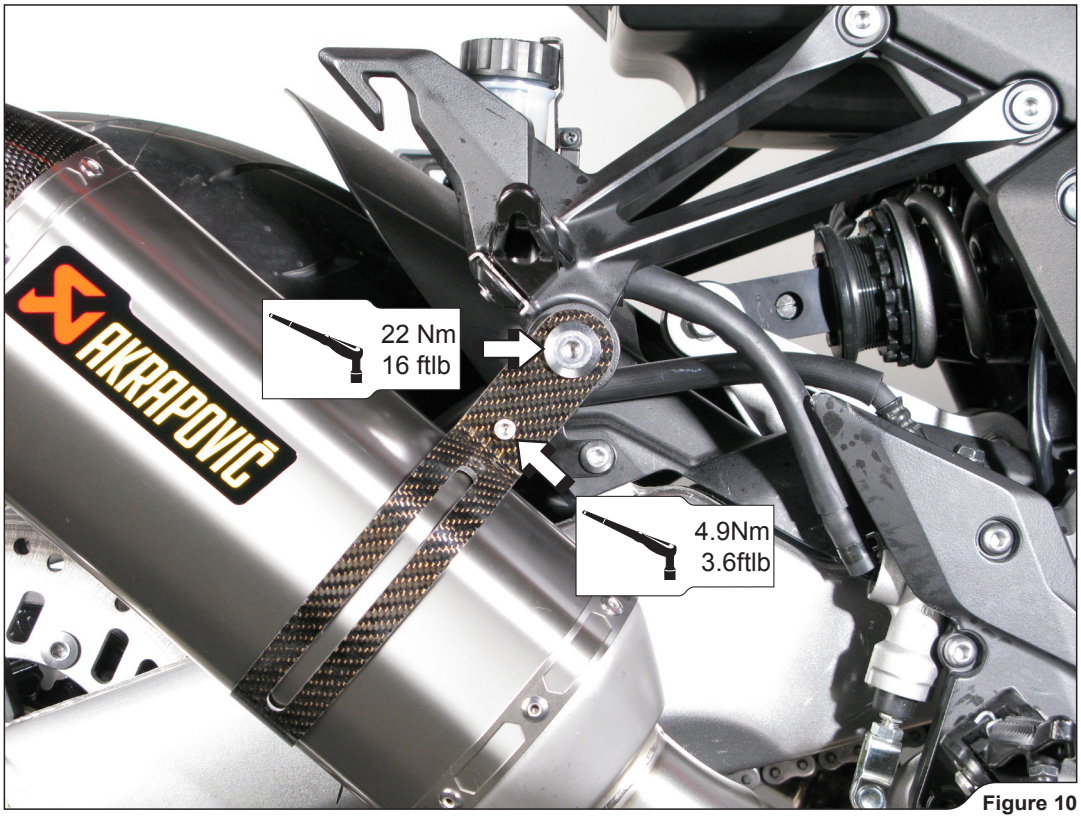

Figure 10
3. **For Slip-On only:** slide the muffler pipes all the way into the stock collector outlets, align the mufflers in respect to the motorcycle and tighten the muffler clamps to the bracket, using stock bolts, washers and nuts **(Figure 10).**